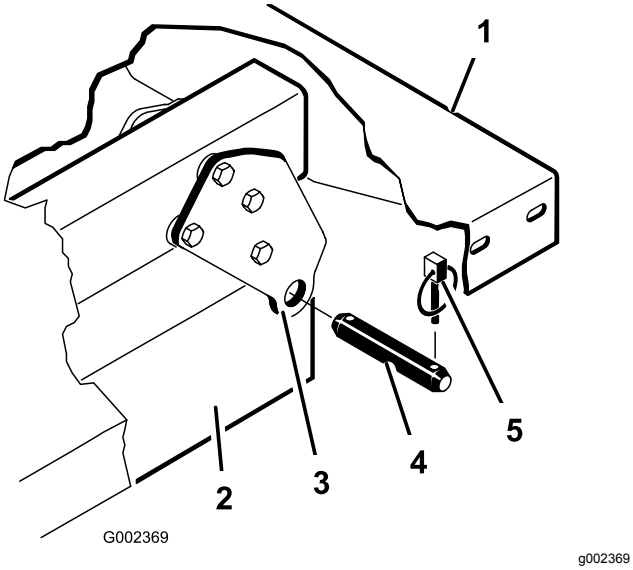

Figur 4
6. Ta bort hjulsprintarna och sprintbultarna som håller fast tappfästena vid ramens kanaler (Figur 4).